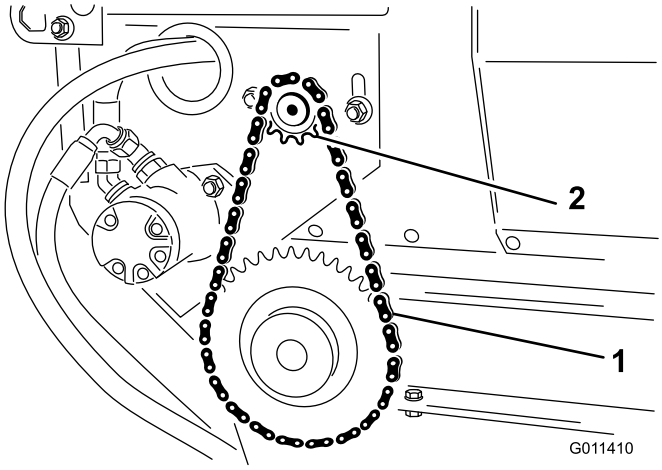

**Figuur 25**
2. Zet de bouten en moeren los waarmee de motor en de tandwielen aan het hoofdframe zijn bevestigd (Figuur 25).